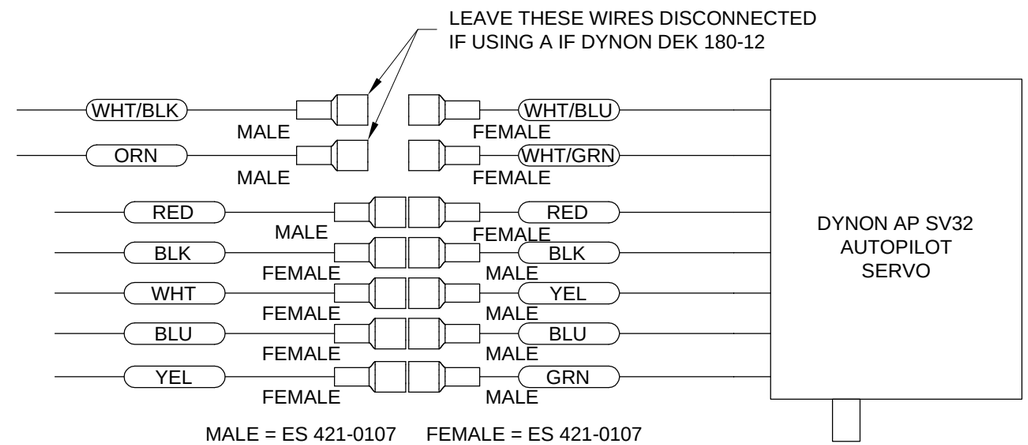

FIGURE 3: SERVO CONNECTIONS
Step 4: Crimp spade connectors to all of the wires on each IF DYNON AP SV32 Autopilot Servo as shown in Figure 3. Note which gender connector goes on which wire color.
Step 2: Connect using Page 44-04, Figure 3, the wires and corresponding spade terminals coming from the IF DYNON AP SV32 Autopilot Servo to the spade terminals on the wires in the WH-B170 Autopilot Wire.